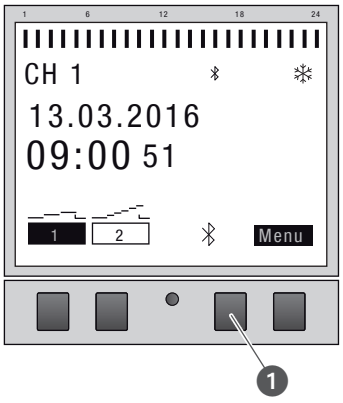

Fig. 20: Establishing a Bluetooth connection to the DIN-rail timer
1. Press the Bluetooth button (Fig. 20/❶) on the DIN-rail timer.